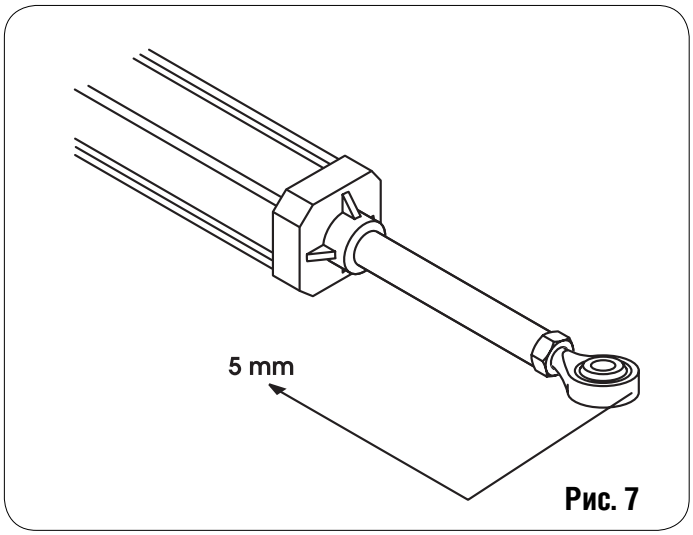

Рис. 7
5) Полностью извлеките шток до достижения точки останова с выходом его приблизительно 5 мм (Рис.7)